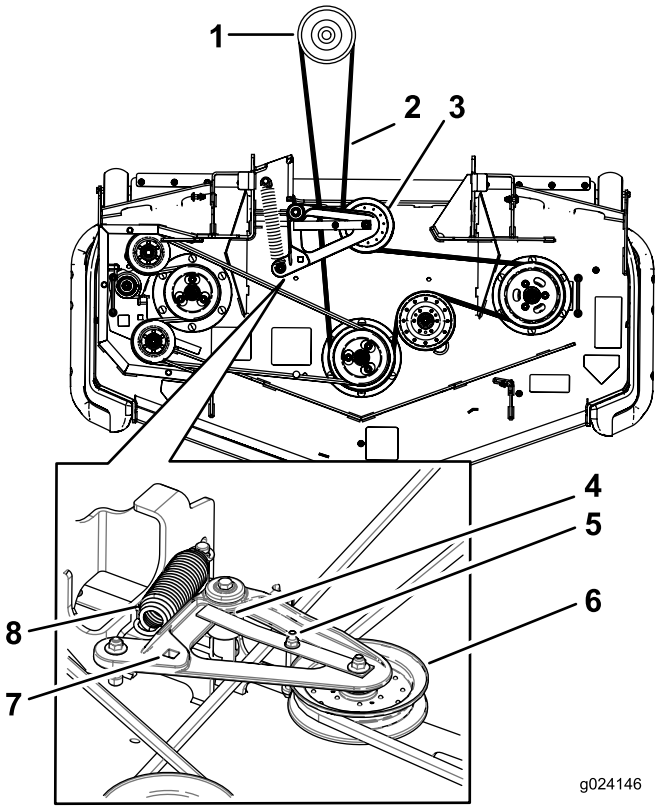

Figur 95
5. Løft opp gulvpanelet og sett en skralle i det firkantede hullet i klippeenhetens lederull (Figur 95).
6. Roter klippeenhetens lederull med klokken, løft opp på remføreren og fjern klipperremmen fra clutchen (Figur 95).